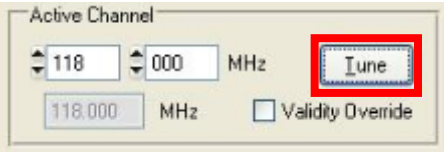

Figure 64 Setting Active Channel frequency
5) Set Mode 2 active channel frequency to 118.000 MHz, Click **"Tune". (Figure 64)**